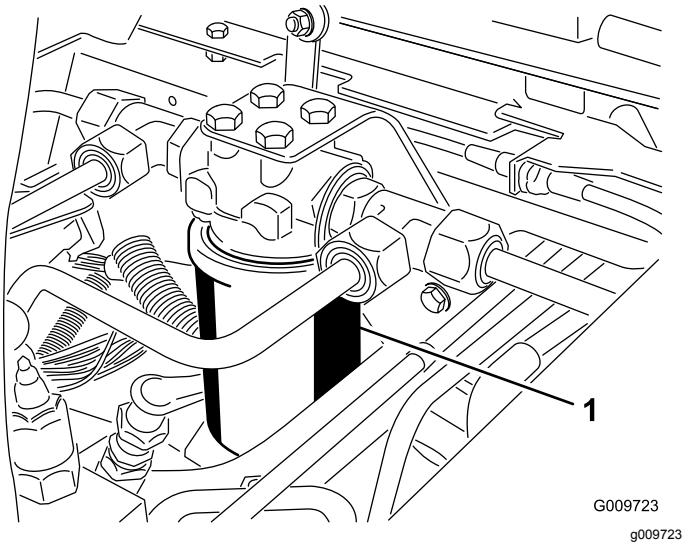
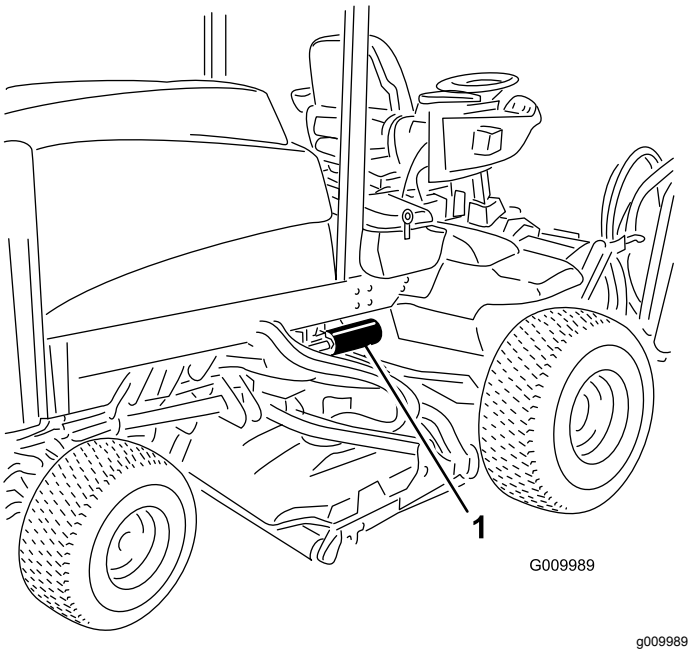

**Figur 82**
**Figur 83**
2. Rengör runt området där filtret monteras. Placera ett kärl under filtret och avlägsna filtret (Figur 82 och Figur 83).